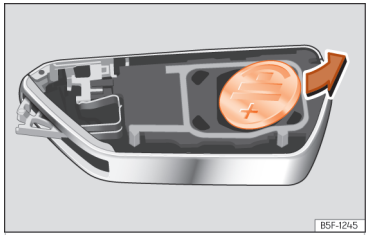

Abb. 72 Fahrzeugschlüssel: Batterie herausnehmen.
- Batterie mit einem geeigneten dünnen Gegenstand aus dem Batteriefach hebeln ››› (Abb. 72).